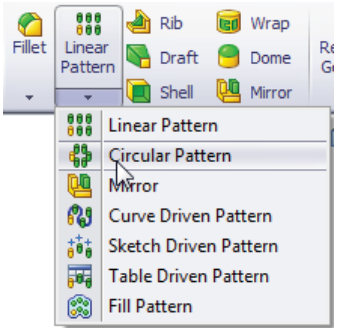

***Figure 2-41** The **Linear Pattern** flyout*
1. Choose the **Linear Pattern** button from the **Features CommandManager**; the **Linear Pattern** flyout is displayed, refer to Figure 2-41.
2. Choose the **Circular Pattern** button from the **Linear Pattern** flyout, refer to Figure 2-41; the **Circular Pattern PropertyManager** is displayed.